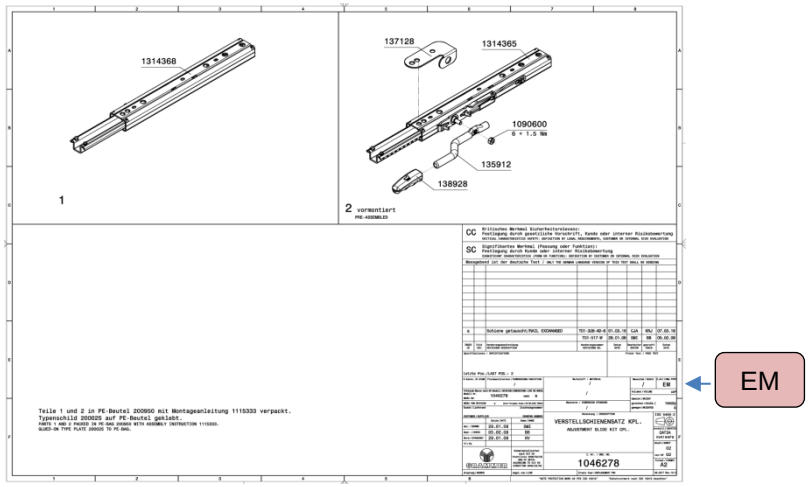

Figure 6.4.2
- **Sheet 2 (see Figure 6.4.2) of the spare part drawing**